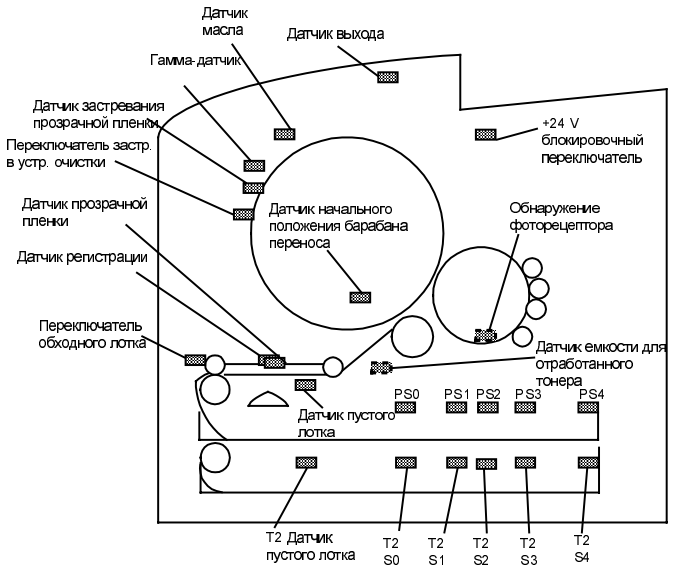

Рисунок 6-1. Расположение датчиков и выключателей
4. Активируйте элемент (рисунок 6-1). Должен включиться и выключиться соответствующий светодиод (черный, голубой, пурпурный или желтый).